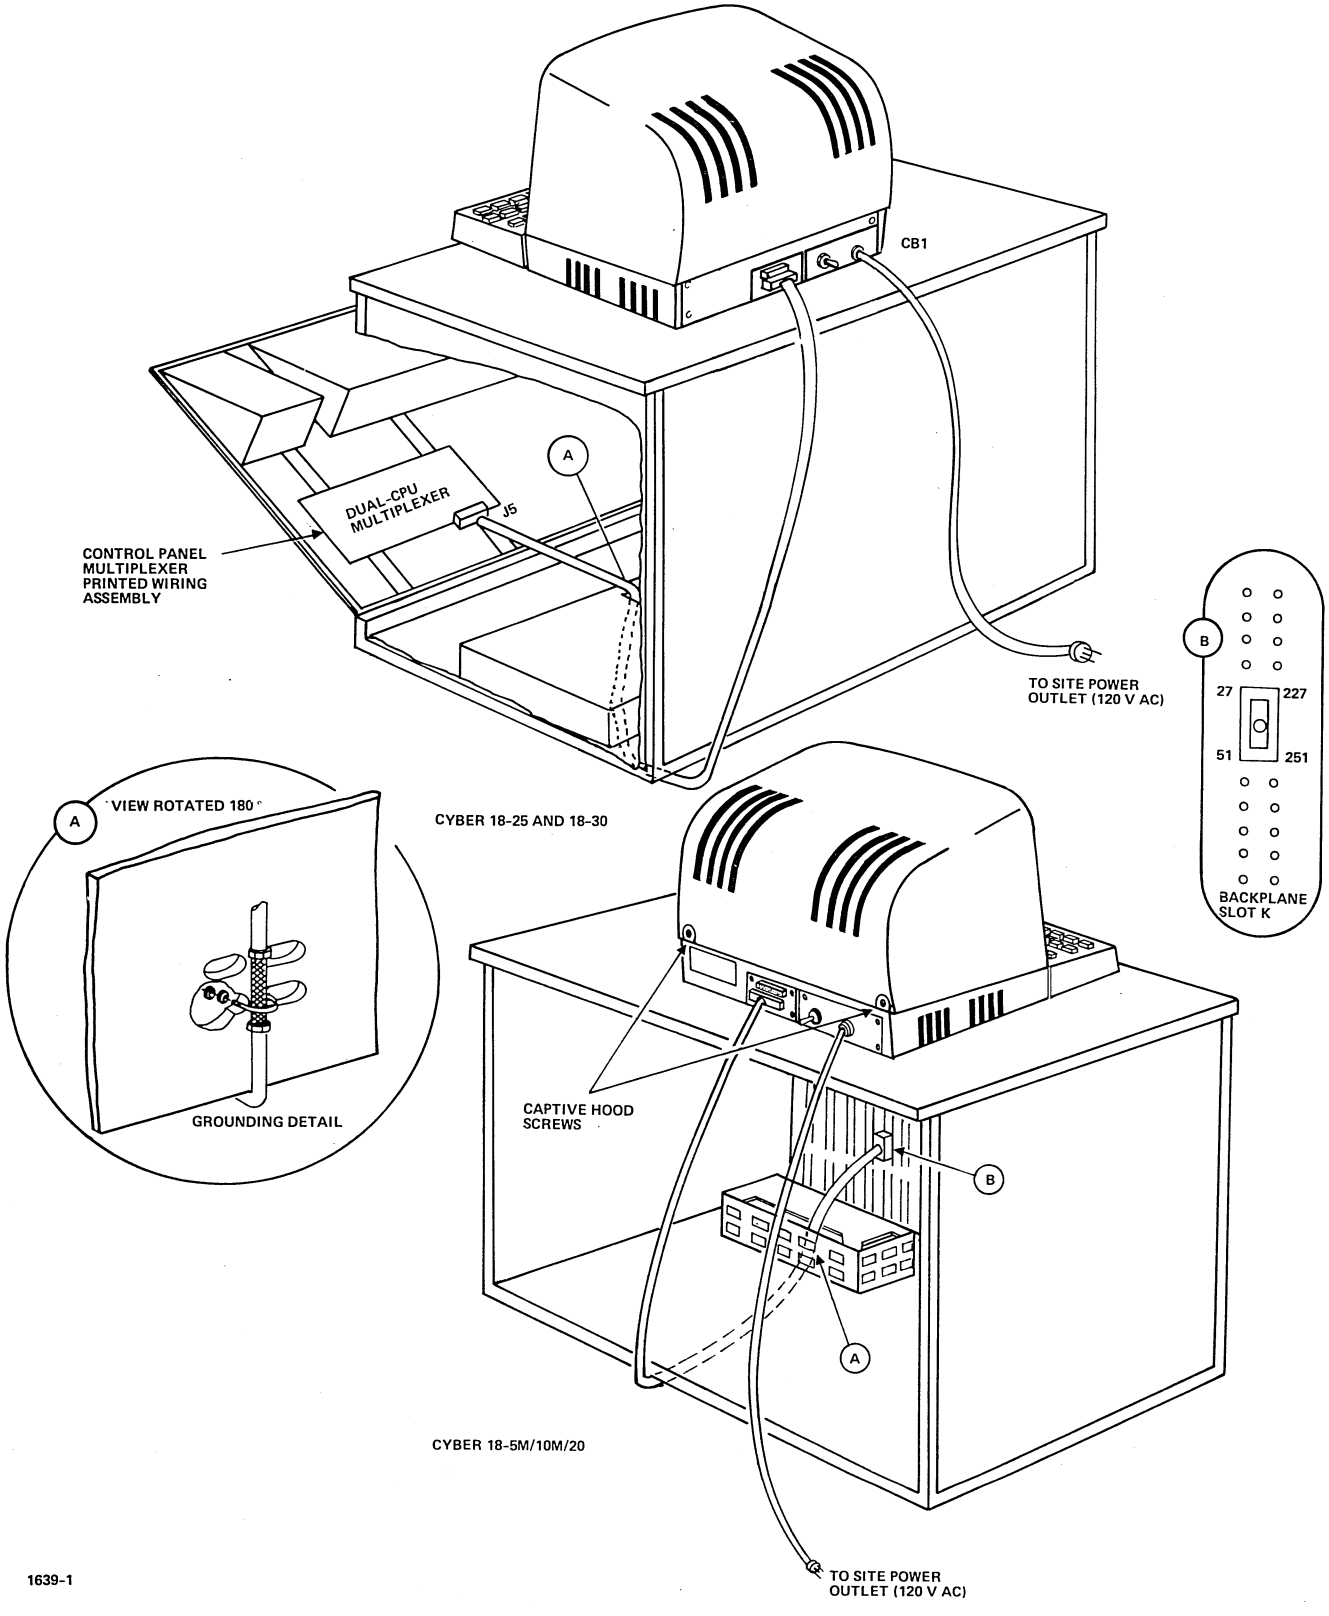

Figure 14-5. CYBER 18 Processor Operator's Console Signal Cable Installation
The console/terminal is provided with a three-prong grounded power cable. Assure that CB1 at the rear of the terminal is off (down) before connecting or disconnecting the power cable from the site power source. Refer to figures 14-5 and 14-6 for the manner and location of connecting the input power cord of the console/terminal.
1. Attach the signal cable to the processor I/O-TTY controller backplane slot K as shown in figure 14-5.
1. Attach the signal cable to J-5 of the dual-CPU multiplexer as shown in figure 14-5.